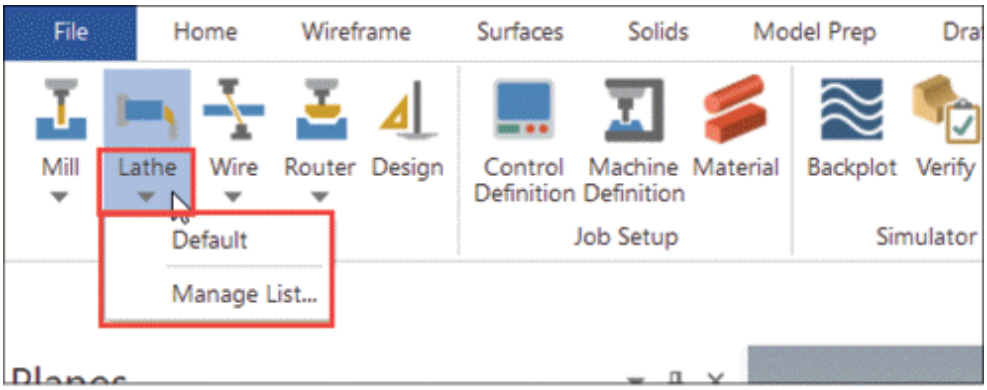

Figure-1. List of lathe machines
- Click on the down arrow below **Lathe** tool in the **Machine Type** panel of the **Machine** tab in the **Ribbon**. The list of available turning machines will be displayed; refer to Figure-1.